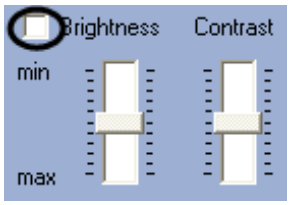

Figure 8.4-16 Activeted auto adjustment mode
4. Auto brightness and contrast adjustment mode is activated by default. Active brightness and contrast auto adjustment mode is indicated by the absence of the check in the “Brightness” and “Contrast” boxes (Figure 8.4-16). In this mode manual brightness and contrast adjustment is unavailable. So, the “Brightness” and “Contrast” sliders are deactivated.